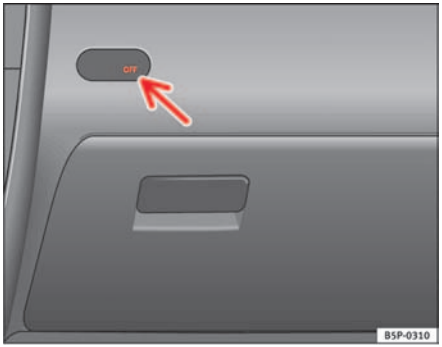

Fig. 27 Warning lamp for deactivated passenger airbag in centre console
– Check that the warning lamp “AIRBAG OFF” in the dash panel ⇒ fig. 27 remains lit ⇒ ⚠ when the ignition is switched on.
– Check that the warning lamp in the panel ⇒ page 44, fig. 27 *does not* light up when the ignition is switched on ⇒ ⚠.